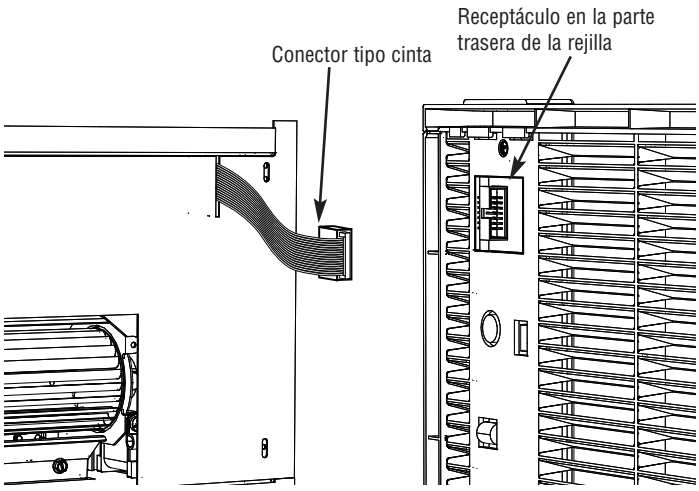

Figura 4- Conector tipo cinta
Coloque la cubierta de la caja de conexiones verificando que el cable tipo cinta plana está encajado dentro de la ranura alargada de la cubierta según se muestra en la Figura 4. Asegure la cubierta utilizando los cuatro tornillos suministrados.
NOTA: Aproximadamente 3-1/2 pulgadas (89 mm) del cable tipo cinta debe extenderse a través de la ranura para la conexión con el sistema electrónico en la rejilla. La orientación del conector debe ser tal como se muestra en la Figura 4.
1. Mientras se sostiene el lado derecho de la rejilla en su mano derecha, extienda el conector tipo cinta con la mano libre y encaje el conector negro en la ranura negra ubicada en el dorso del control electrónico, detrás de la rejilla. Los conectores tienen chaveta de modo que sólo encajarán de una manera (Figura 4).